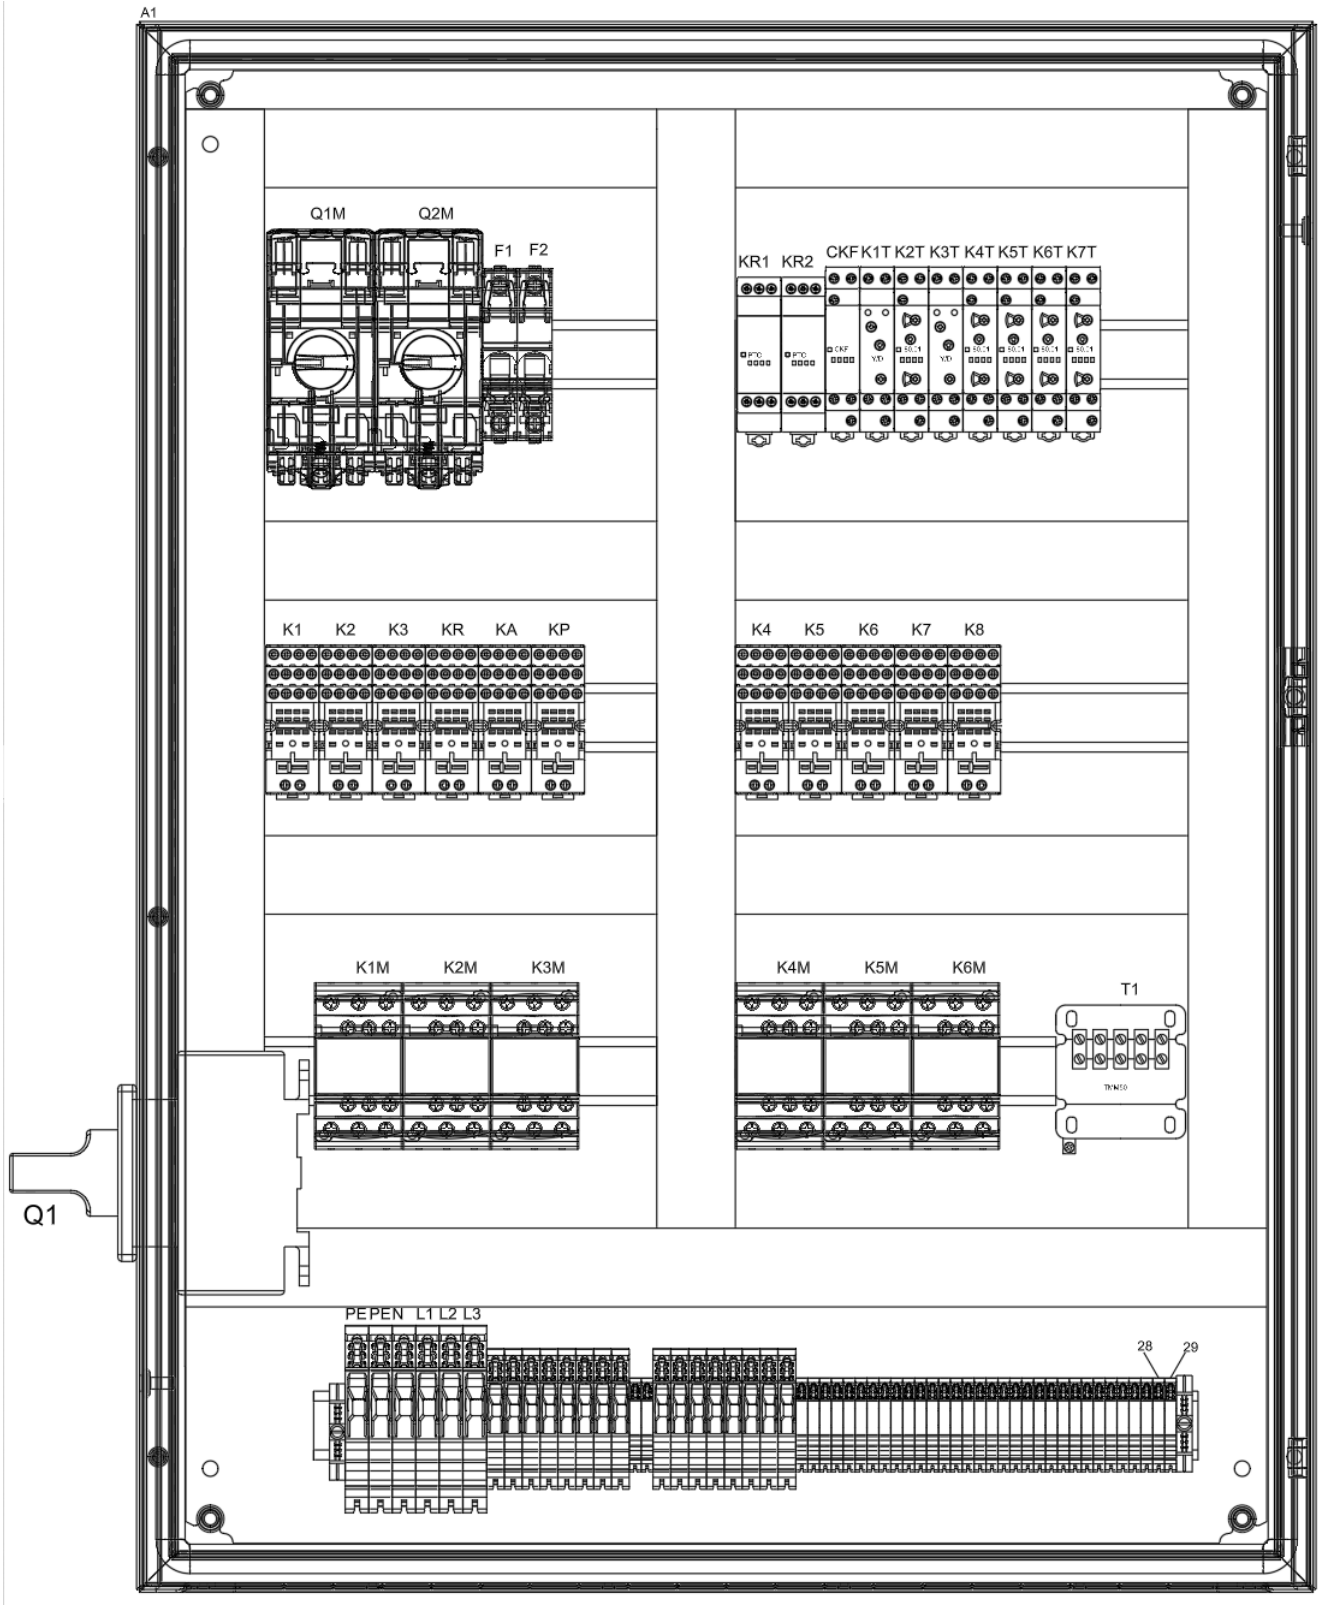

Rysunek 8-1 Aparaty elektryczne zespołu sterującego
W **trybie działania płatność**, przy podpięciu **zewnętrznego wejścia przekaźnikowego**, urządzenie będzie uruchamiało się po wygenerowaniu impulsu na **zaciskach 28-29** – patrz **Rysunek 8-1 na str. 36**. Do obsługi tych wejść może być użyte odpowiednie urządzenie systemu płatniczego wyposażone w wyjście przekaźnikowe zwierne (NO), generujący impuls po dokonaniu płatności.